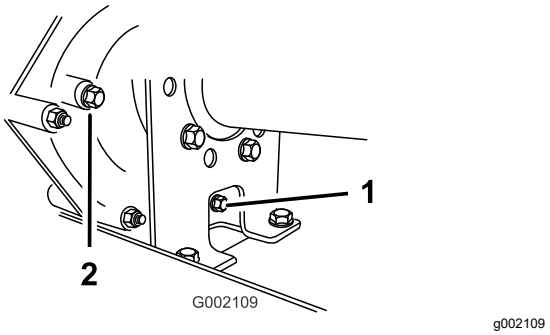
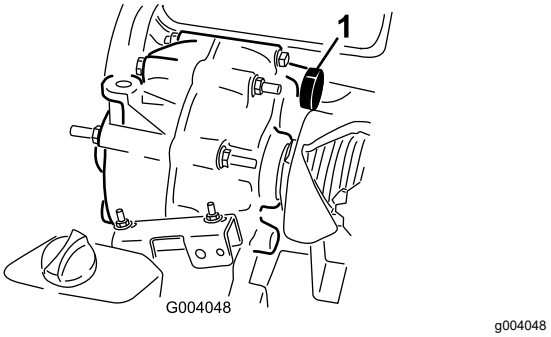

Figur 62
Figur 63
2. Tør området omkring påfyldnings- og aftapningsproppen ren med en klud (Figur 62).
4. Afmonter påfyldningsproppen ved at dreje den mod uret (Figur 62).
5. Afmonter aftapningsproppen ved at dreje den mod uret (Figur 62).
6. Monter og tilspænd aftapningsproppen og pakningen i aftapningsproppens åbning i transmissionen (Figur 62).
7. Fyld beholderen (Figur 63) gennem påfyldningsproppens åbning med cirka 1,4 liter af den angivne væske, eller påfyld, indtil væskestanden i transmissionen er på niveau med bunden af gevindene. (Figur 62).
8. Monter og tilspænd påfyldningsproppen og pakningen i påfyldningsproppens åbning på transmissionen (Figur 62).
10. Kontroller væskestanden, og fyld mere væske på, hvis niveauet er under gevindene i påfyldningsproppens åbning (Figur 62).